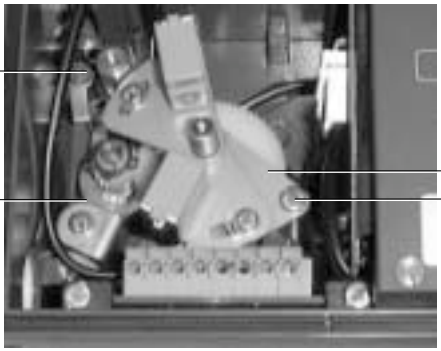

Fig. 8
2.3.7 Use earth adapter screw (**11**) and M4 x 8 screw (**8**) and tighten to locate the support plate (**1**) (refer to Fig. 8).